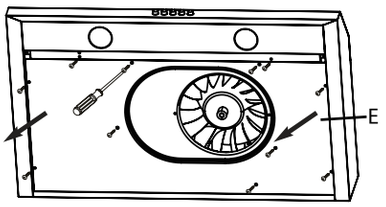

Fig. 13
- Le clapet et l'adapteur se trouvent à l'intérieur de la hotte. Pour y avoir accès, retirer le panneau inférieur (E) si ce n'est pas déjà fait (voir Fig. 13).
- Choisir d'installer le clapet (C) soit en position haute (3) pour une ventilation par le haut, soit en position arrière (5) pour une ventilation par l'arrière. L'adapteur (D) s'installe en position 3 et 4 pour une ventilation par le haut uniquement.
- Attacher le clapet (C) ou l'adapteur (D) à l'ouverture défonçable choisie. Veillez à ce que le pivot du clapet soit orienté vers le haut de manière à ce que le clapet reste fermé lorsqu'il n'est pas utilisé.
- Visser le clapet (C) ou adapteur (D) à la hotte (A) à l'aide des vis à tôle courtes (BB).
- Sceller le clapet (C) ou adapteur (D) à la hotte (A) sur les quatre côtés avec du ruban à conduits.